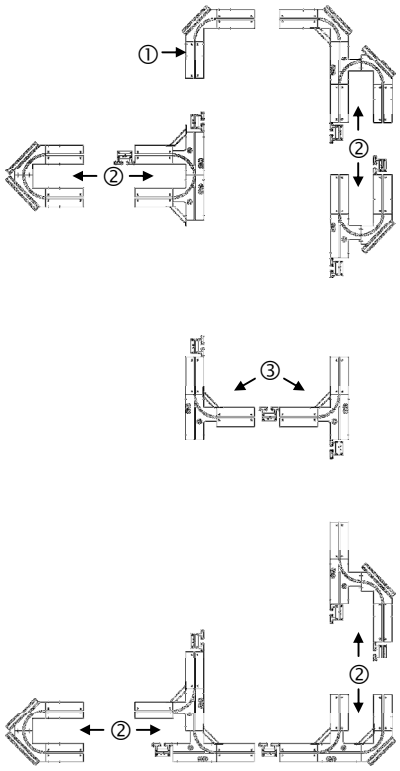

fig 4
Les dérivations ② et les aiguillages ③ contrôle et gère la circulation des plateaux (fig 4).